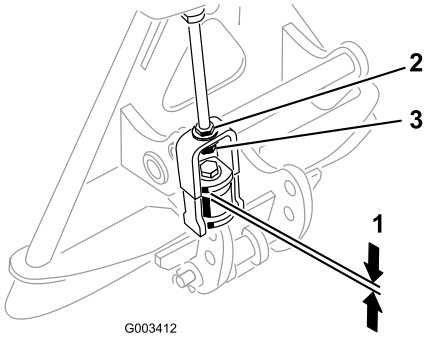

Figura 16
9. Con el rastrillo montado y sujeto a la unidad de tracción, mida el espacio entre la arandela superior y el espaciador del enganche del adaptador de accesorios, según se muestra en Figura 16.
El espacio debe ser de 1,5 a 2 mm (Figura 16).
10. Si el espacio no es correcto, afloje la contratuerca y apriete o afloje la tuerca de ajuste del conjunto de enganche según sea necesario para obtener el espacio correcto (Figura 16).